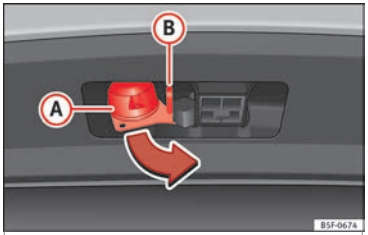

Fig. 234 Turn the 13-pin connector.
- Grip the 13-pin connector at area (A) and remove it in the direction of the arrow ››› Fig. 234.
- Grip the 13-pin connector at area (A) and insert it in the opposite direction to the arrow ››› Fig. 234.
The safety lug (B) ››› Fig. 234 is used to hook up the trailer's retainer cable.